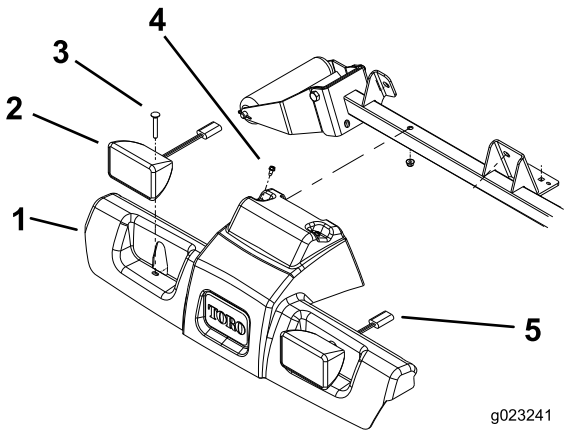

Figure 2
1. Remove the nuts from the 2 carriage bolts securing the headlights to the traction-unit frame (Figure 2).
2. Remove the 2 slotted screws securing the top of the platform shroud to the frame (Figure 2).
3. Unplug the headlight-wire connectors and remove the shroud from the frame (Figure 2).